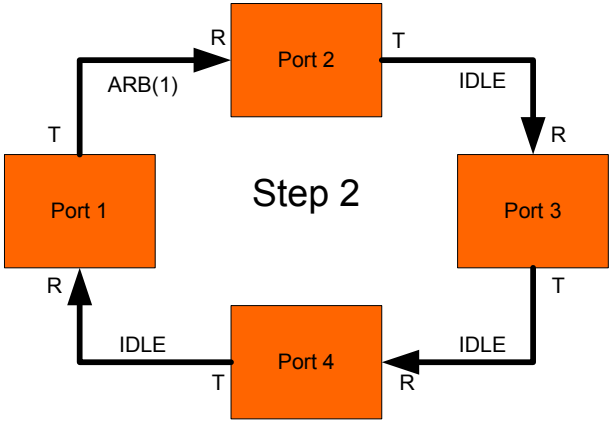

Figure 536 **Arbitration Step 2**
Step 2 (Figure 536) shows Port 1 arbitrating for access to the loop by changing its current fill word to ARB(1) and substituting ARB(1) for every received IDLE. If Port 1 receives any ARBs, it needs to check the